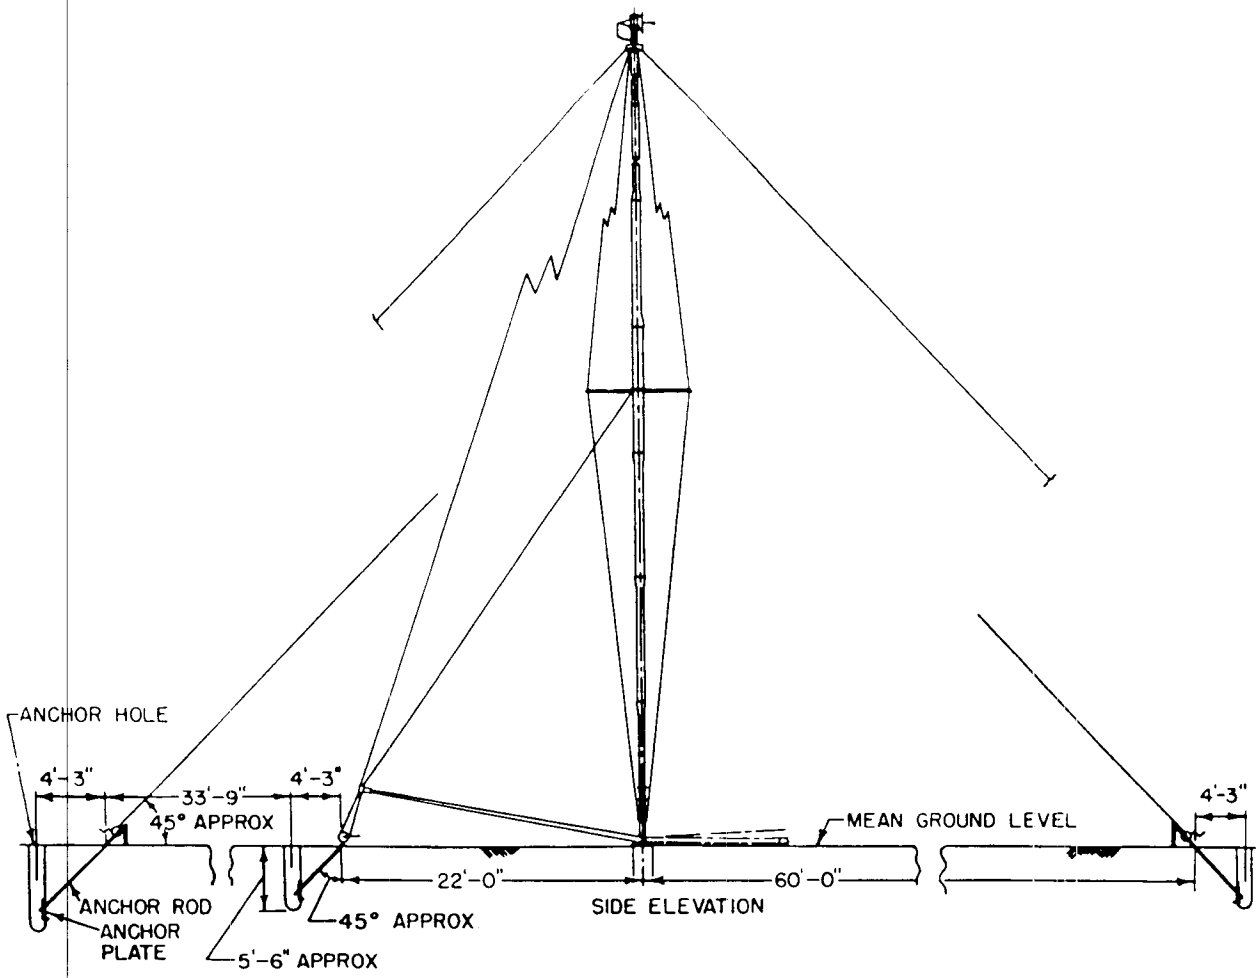

*Figure 209. Collimation mast.*
(8) The anchor rods are driven into the ground at an angle of 45° from the horizontal and so that they will enter the anchor plate hole near the bottom (fig. 209).
(9) Each anchor rod should be driven into the ground until approximately 3 to 6 inches project above the ground.
(10) When the mast is to be erected on a slope, it will be assembled on the uphill side to insure that the winch with the largest cable will be used to maximum advantage.